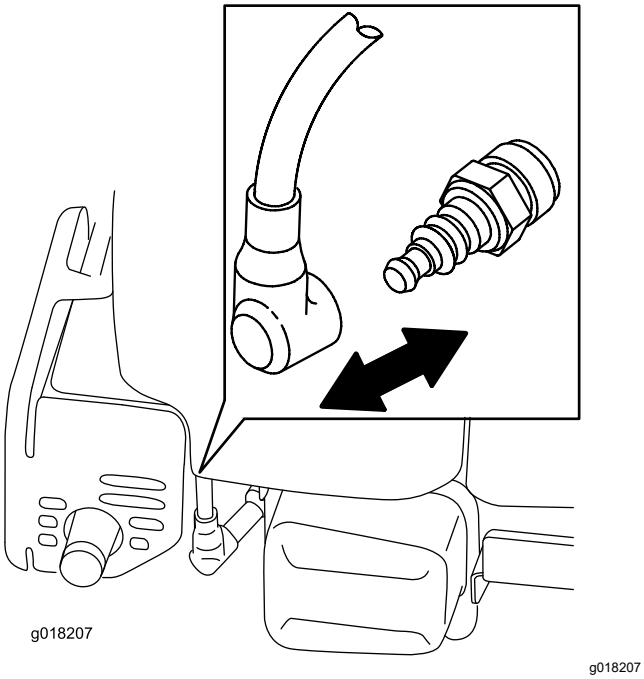

Figur 22
2. Kobl tændrørskablet fra tændrøret (Figur 22), før du udfører nogen form for vedligeholdelsesarbejde.